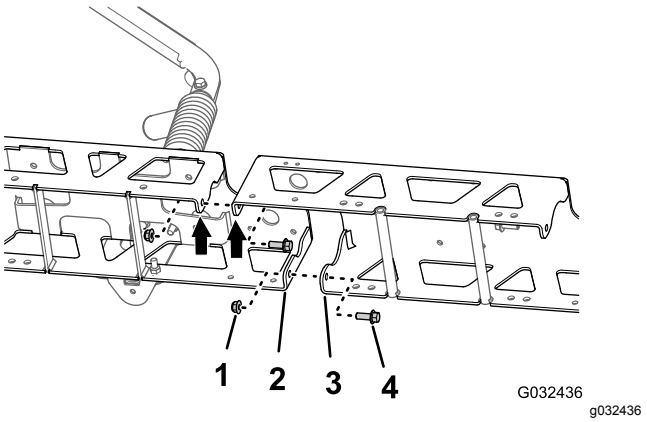

Figuur 52
1. Lijn de openingen in de verticale flenzen van het verlengstuk van de middelste spuitboom uit met de openingen in het frame (Figuur 52).
2. Monteer het verlengstuk van de middelste spuitboom losjes tegen het frame (Figuur 52); gebruik hierbij de 2 flenskopbouten (3/8 x 1") en 2 flensborgmoeren (3/8") die u verwijderd hebt in stap 1 van De frames van de middelste spuitboom losmaken (bladz. 25).
3. Lijn de openingen in de verticale flenzen van het verlengstuk van de middelste spuitboom uit met de openingen in het andere frame (Figuur 52).
4. Monteer het verlengstuk van de middelste spuitboom losjes tegen het andere frame (Figuur 52); gebruik hierbij de 2 flenskopbouten (3/8 x 1") en 2 flensborgmoeren (3/8") uit de egalisatieset van het GeoLink spuitsysteem (Figuur 52).